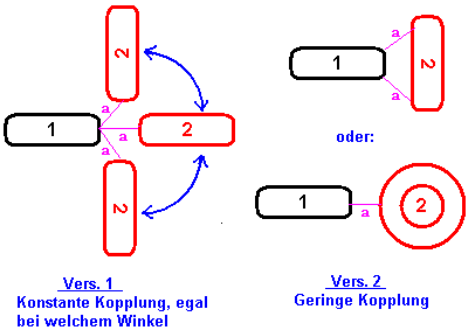

Abbildung 7 Koppelwirkung zwischen Ringkernen
Die ersten Messungen ergaben, dass selbst mit zwei 1,5pF-Kondensatoren (in Reihe) die Kopplung zwischen den beiden Schwingkreisen viel zu stark ist. Ein Entfernen der Koppelkondensatoren verbessert die Durchlasskurve erheblich. Das Feld der Ringkerne ist stark genug um rein induktiv miteinander zu koppeln (siehe auch Link (1)). Neben der Entfernung beeinflusst auch die Lage der Ringkerne zueinander die Kopplung. Die Abbildung 7 zeigt mögliche Varianten. Werden die Ringkerne um einen imaginären Mittelpunkt gedreht ändert sich die Koppelwirkung nicht. Meine Experimente haben gezeigt, dass diese Theorie stimmt (hihi). Durch Verändern der Lage kann die Koppelwirkung beliebig verändert werden.